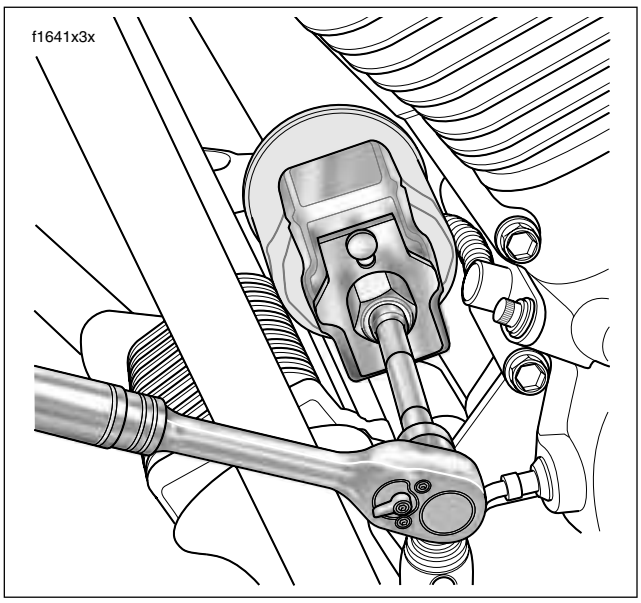

Figure 1-1. Remove Engine Oil Filter
b. Place the jaws of the wrench over the oil filter with the tool oriented vertically. See Figure 1-1.